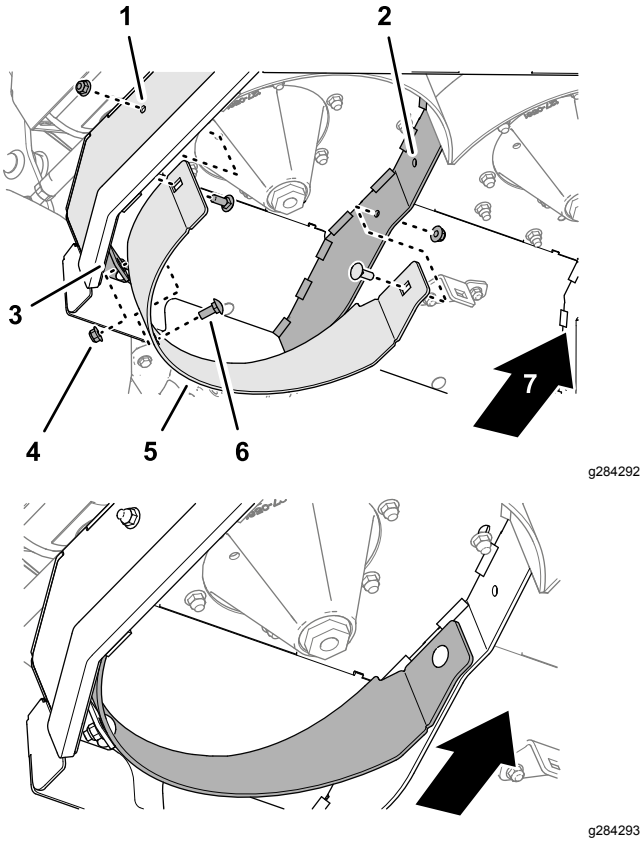

Figure 22
1. Align the holes in the right baffle with the hole in the right side plate of the mower deck, the hole in the center/right baffle support, and the hole in the right divider as shown in Figure 22.
2. Assemble the right baffle to the mower deck side plate, the baffle support, and the divider (Figure 22) with 3 carriage bolts (3/8 x 1 inch) and 3 flange locknuts (3/8 inch).